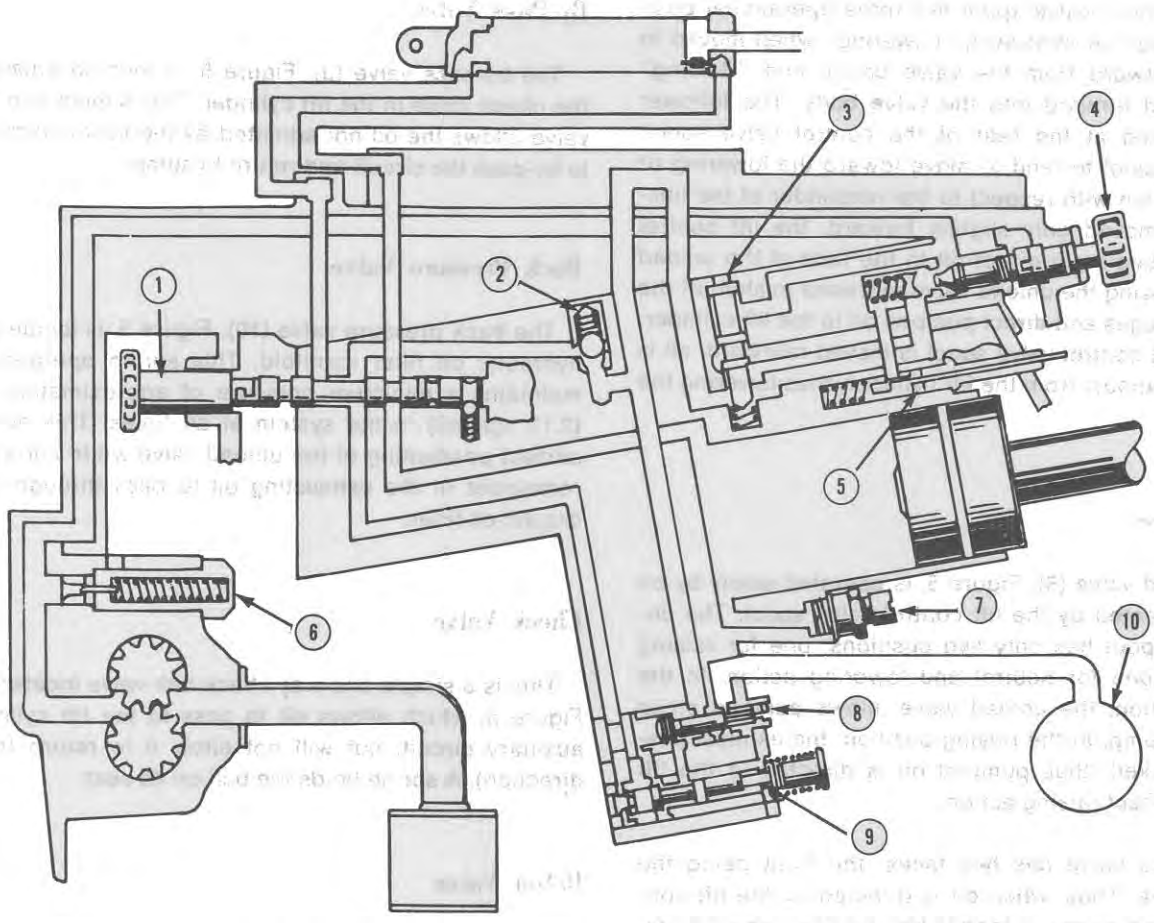

Figure 5
The valves, shown in Figure 1, are described in this section. The relationship of these valves is shown in schematic form in Figure 5 without the mechanical linkage which was described in the preceding section.
The flow control valve knob (4), Figure 5, is an external control. Its setting determines the rate of oil flow into the lift cylinder. Turning the knob clockwise, in the direction of the tortoise, decreases this rate of flow. Conversely, turning the knob counterclockwise, in the direction of the hare, increases this rate of flow. The setting of the flow control valve is overriden to obtain maximum flow when the lift control lever is raised beyond the fixed stop at the top of the quadrant.
The auxiliary service selector valve knob (1), Figure 5, is the only external control not yet covered. This valve basically functions as a diverter valve. When the valve is in its full "in" position, only the tractor lift links are functional. When the valve is in its full "out" position only the remote circuit is functional. Further details of the remote circuit will be found in the section pertaining to "Special Ford Load Monitor Remote Cylinder."
The spool of the lift control valve (9), Figure 5, is connected by a turnbuckle to the actuating lever. Thus, it is always controllable with the lift control lever, or the control rod, depending on the position of the control rod roller with respect to the linkage assembly.
The unload valve (8), Figure 5, is operated solely by oil pressure directed by the lift control valve spool. The unload valve spool has only two positions; one for raising action, and one for neutral and lowering action. In the neutral position, the unload valve allows pumped oil to exhaust to sump. In the raising position, the exhaust passage is blocked, thus pumped oil is directed to the lift cylinder to effect raising action.
This valve (5), Figure 5, is mechanically operated by the action of the lift control lever when it is moved toward the top of the quadrant; an actuator, located on the lift control lever pivot shaft, pushes the override plunger further into the housing causing the rate of flow of oil into the lift cylinder (normally controlled by the flow control valve setting) to increase to the maximum rate, resulting in a quick raise of the implement.
The by-pass valve (3), Figure 5, is located adjacent to the check valve in the lift cylinder. This simple non-return valve allows the oil not admitted by the flow control valve to by-pass the circuit and return to sump.
The back pressure valve (10), Figure 5, is located in the hydraulic oil filter manifold. This spring operated valve maintains a minimum pressure of approximately 35 psi (2.11 kg/cm2) in the system at all times. This maintains correct positioning of the unload valve while allowing the remainder of the exhausting oil to pass through the hydraulic oil filter.
This is a simple one-way check ball valve located at (2), Figure 5, which allows oil to pass to the lift cylinder or auxiliary circuit, but will not allow it to return (reverse direction). A spring holds the ball on its seat.
The relief valve (6), Figure 5, is located in the hydraulic pump and limits the maximum pressure at which oil enters the system to prevent overloading of the components.
This valve (7), Figure 5, is spring operated and fitted directly into the lift cylinder. If shock loadings are encountered, for example: transporting heavy equipment over rough terrain, the safety valve opens to relieve the pressure and thus protect the components of the system.
Refer to Figure 5 and note that by moving the selector valve to the full out position, pump pressure oil is diverted from the system ram cylinder to the special Load Monitor remote cylinder. At the same time, return oil from the rod end of the special remote cylinder is routed to the tractor lift cylinder. This latter feature retains the lift cylinder piston in the circuit so that the lift shaft will turn and return the control valve spool to neutral once both cylinders have reached the end of their stroke.